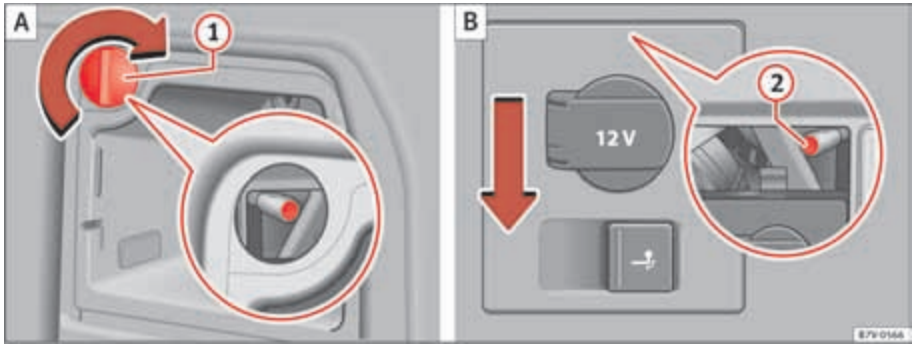

Fig. 221 On the side of the luggage compartment: To remove the left and right hand side tail lights. (1) remove the cap; (2) attachment screw.
4.	Rotate the cap ⇒ fig. 221 (1) 90° in the direction of the arrow and remove it.
5.	Unscrew the attachment screw ⇒ page 367, fig. 221 (2) using the screwdriver from the on-board tools ⇒ page 353. The bolt is secured in its position.